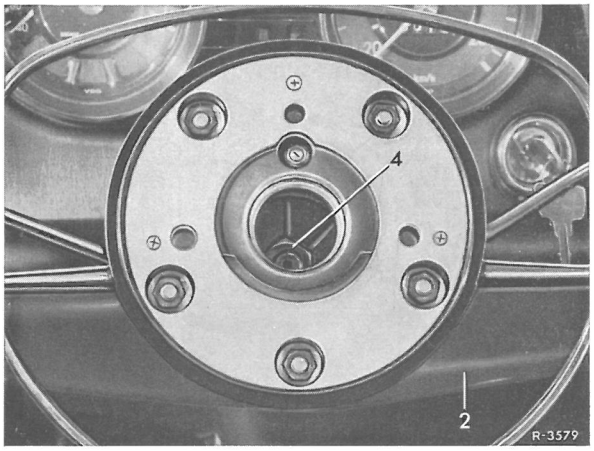

Fig. 46-6/1
2 Sekskantmøtrikken (4) skrues af ratakslen med en stiknøgle, derpå tages rat (2) samt stødkraven af. (fig. 46-6/1).
3 Sekskantmøtrikkerne (1) skrues af og rattet løftes forsigtigt af stødkraven, fordi ledning (7) er forbundet (fig. 46-6/2 og 3).